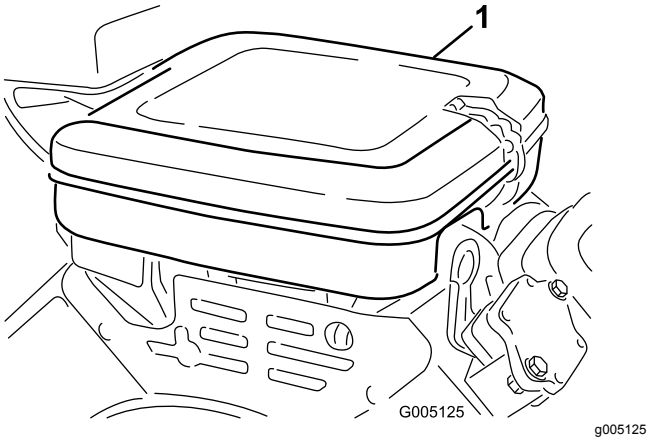

Figuur 36
1. Reinig het deksel grondig (Figuur 36).